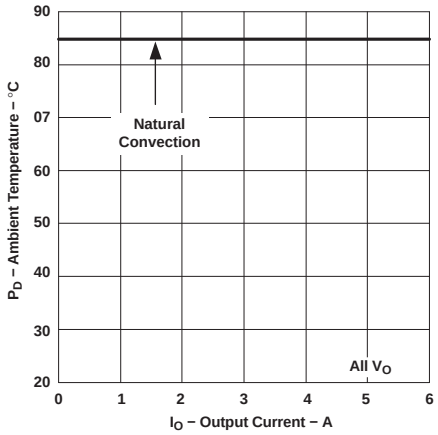

Figure 4.
(2) The temperature derating curves represent the conditions at which internal components are at or below the manufacturer's maximum operating temperatures. Derating limits apply to modules soldered directly to a 100 mm x 100 mm double-sided PCB with 2 oz. copper. Applies to Figure 4.